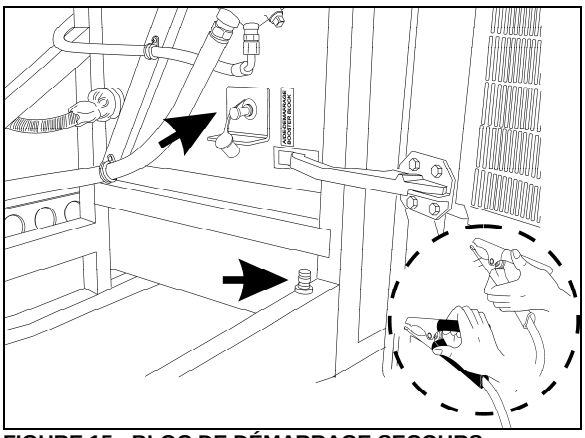

FIGURE 15 : BLOC DE DÉMARRAGE SECOURS
1. Brancher une extrémité d'un câble d'appoint rouge à la borne positive (+) de la source d'alimentation d'appoint et l'autre extrémité à la borne positive (+) du bloc de démarrage secours, situé à la droite du compartiment moteur (se référer à **FIGURE 15**).